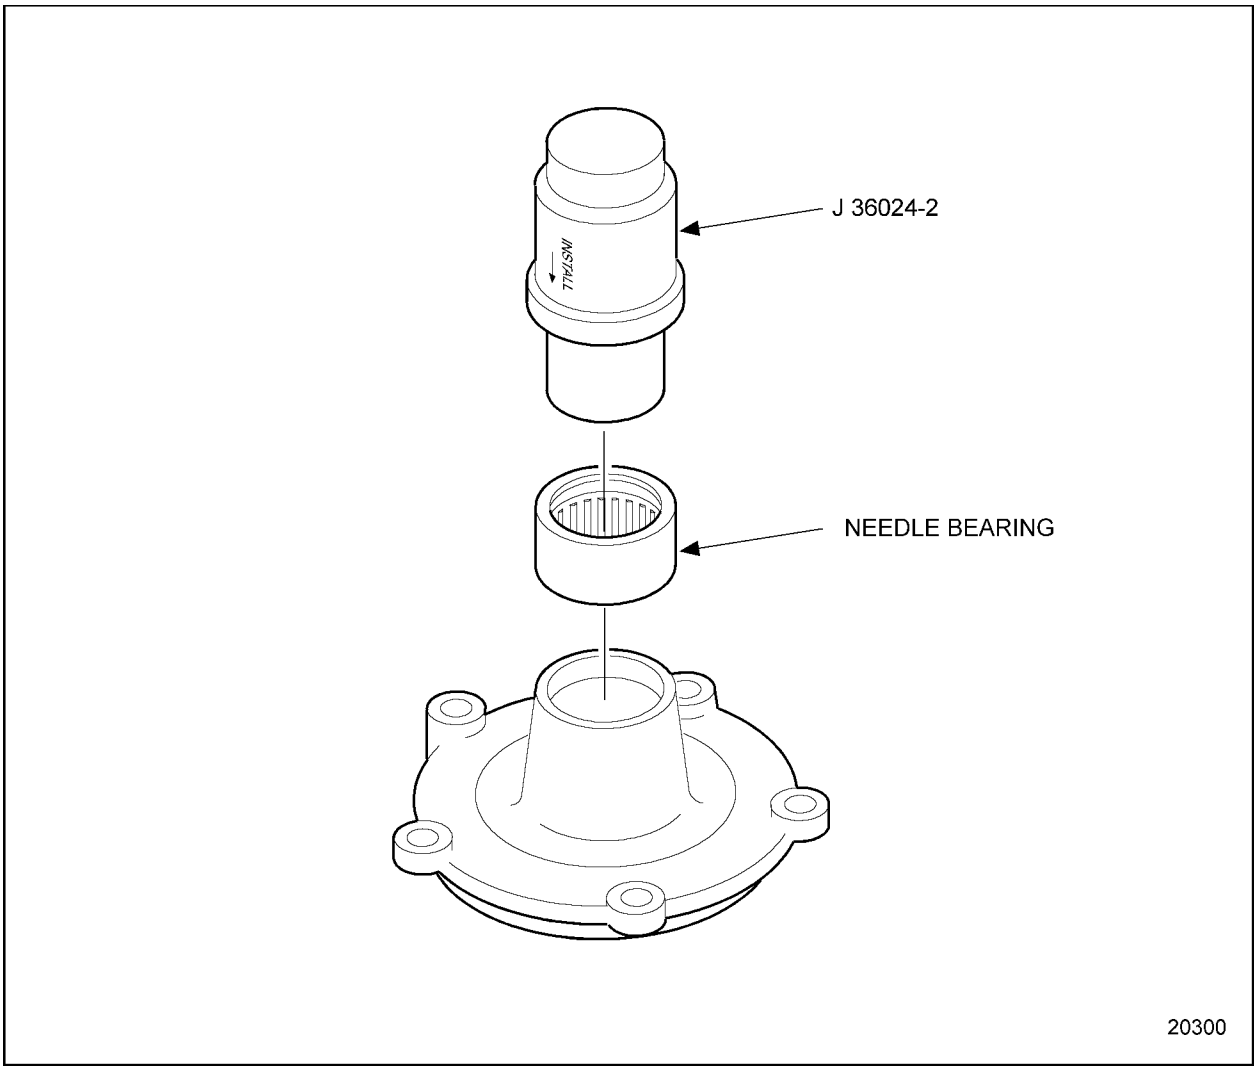

Figure 1-471 Needle Bearing Installation
4. Install the needle bearing to the accessory drive housing using tool J 36024-2 (part of toolset J 36024–D). See Figure 1-471.